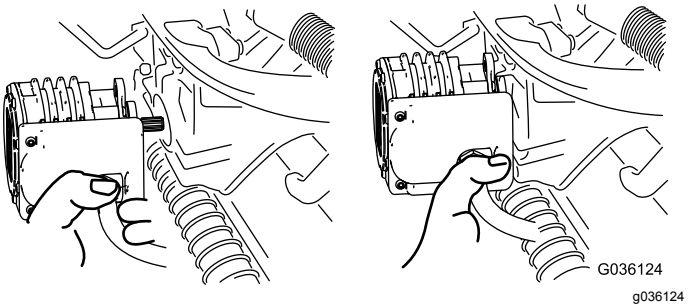

**Figur 57**
4. Flytta motorn till förvaringsutrymmet framför upphängningsarmen (Figur 57).